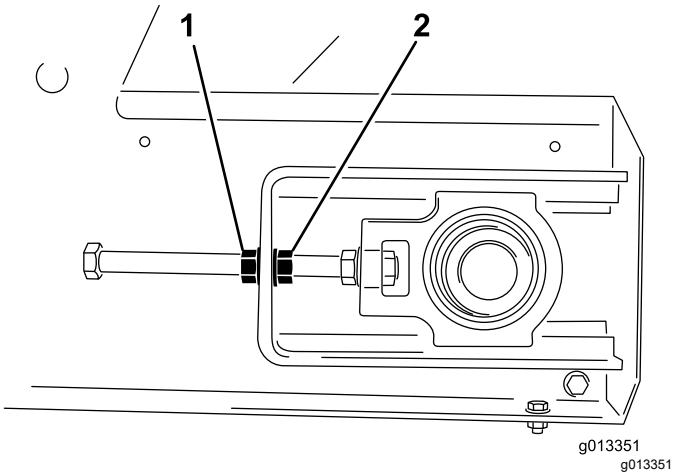

Figuur 58
4. Houd met 2 sleutels het uiteinde van de spanstang stationair en draai vervolgens de borgmoer los - dit is de moer die zich het dichtst bij het uiteinde van de stang bevindt (Figuur 58).
3. Houd aan de kant waar de band naartoe trekt het uiteinde van de spanstang stationair en draai vervolgens de borgmoer los en draai de stelmoer twee platte kanten van de moer verder vast (Figuur 58).